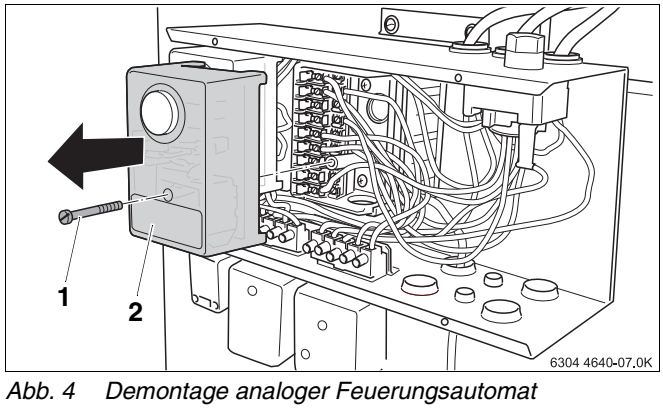

Abb. 4 Demontage analoger Feuerungsautomat
- Zylinderschraube (Abb. 4, **Pos. 1**) lösen und den auszutauschenden analogen Feuerungsautomaten (Abb. 4, **Pos. 2**) aus seinem Steckplatz ziehen.